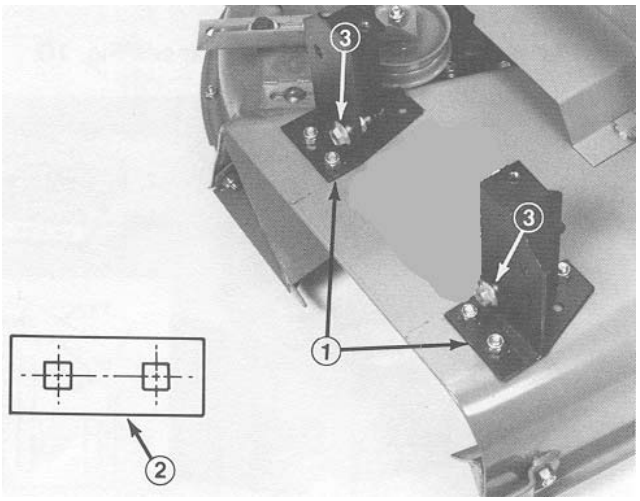

Figure 11
1. Position blower and mounting brackets on deck, aligning mounting holes with holes previously used for mounting grass deflector (Fig. 11). Figure shown with blower removed.
2. Making sure no air gap exists between blower and cutting deck, secure each bracket to deck with a bracket plate (Fig. 11, inset), (2) 5/16 –18 x 3/4" lg. carriage bolts and locknuts. Position bracket plates between bolt head and bottom side of deck.
7. Slide blower onto mounting bracket alignment bolts (Fig. 11) while routing belt around blower pulley.